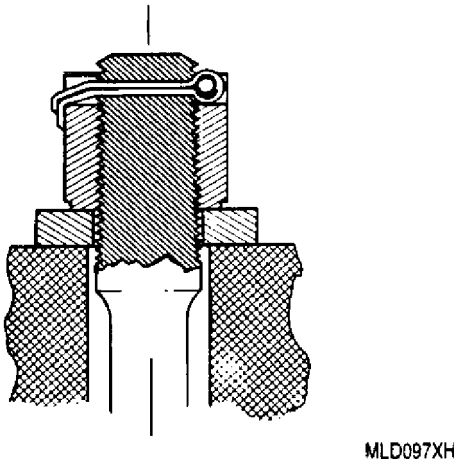
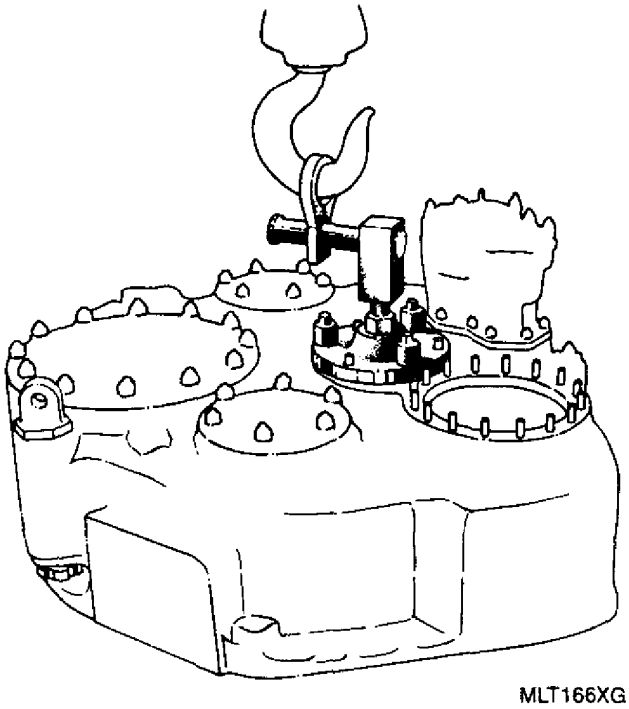
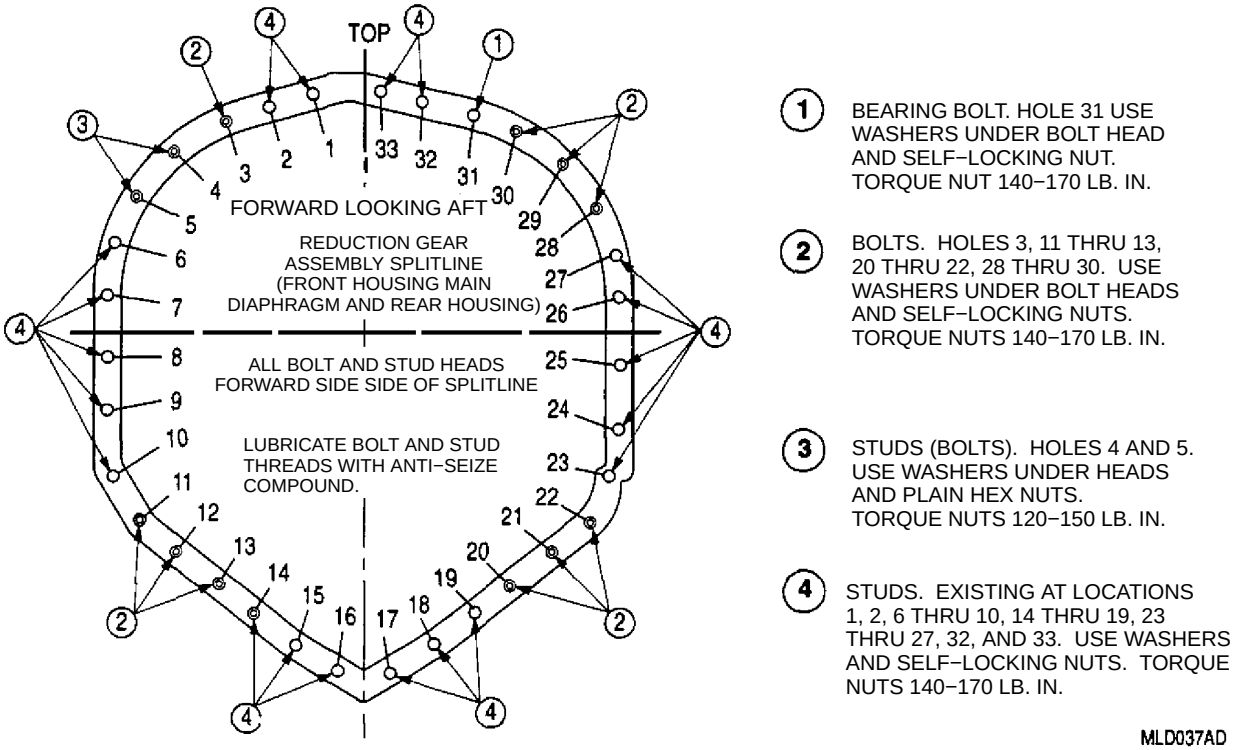

Figure 37. Inner Rear Housing Diaphragm Cotter Pin Installation
Figure 40. Handling Rear Housing Using 6799782 Lifting Adapter
Figure 41. Reduction Gear Splitline
(5) Insert 23034201 fixture in starter spline. With propeller brake still released, slowly rotate gear train 360° with spline adapter tool to perform accessory drives−to−pads concentricity and squareness check (table 1). Record result.
(6) If concentricity and squareness runout check is within limits, check torque on nuts (12, figure 34) and install cotter pins (13). Bend both tangs as shown (figure 37). (QA)
(7) If concentricity and squareness runout check is not within limits, loosen appropriate nuts, adjust out−of−limits drives (gear) and retorque nuts using proper torque sequence. If shifting of diaphragm does not bring reading to within specified limits, perform bearing bore alignment check per WP 037 00. Continue adjustments until acceptable concentricity and squareness is obtained. Install cotter pins (13, figure 34) and bend both tangs as shown (figure 37). (QA)
(8) Disconnect shop air and remove 6796089 propeller brake release attachment.
(9) Install internal plugs and lockwire. Refer to NAVAIR 028−5DG−6−1, WP 037 00.
33. **REAR HOUSING ASSEMBLY INSTALLATION.** (figures 40 and 41)
d. Attach the 6799782 rear housing lifting adapter on the starter pad (figure 40).
f. As the rear housing is lowered, check for proper entry of pinion rear bearing into the rear housing bearing cage. (Be sure locking key in bearing cage engages key slot in rear bearing outer ring). Rotate starter shaft using 23032404 or 6796182 starter shaft turning spline, as housing is being lowered to engage outer member gear teeth with the main accessory drive gear. (QA)
h. Install the splitline bolts, studs washers and nuts to requirements of figure 41.
j. Pack the cavity of bearing bolt (bolt and bearing assembly), installed at hole location 31 (figure 41), with grease conforming to MIL−PRF−23827.
(1) Torque nuts at location 4, 5, 8, 16, 23, and 32 to 85 lb in. (figure 41).
(2) Torque all remaining nuts in a counterclockwise direction around the circumference to 85 lb in.
(3) Retorque nuts at hole locations 4 and 5 (figure 41) to 120−150 lb in. Torque remaining nuts to 140−170 lb in.
(4) Wait at least one hour, and then retorque nuts at hole locations 4 and 5 (figure 41) to 20−150 lb. in. Retorque remaining nuts to 140−170 lb. in.
(5) Repeat step (4) until specified torque is maintained. (QA)